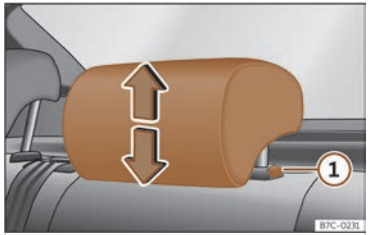

Fig. 87 Rear headrest: adjusting the headrest.
- Grab the sides of the headrests with both hands and push upwards to the desired position. To lower it, repeat the same action, pressing the button on the side (1) ››› **Fig. 87**.